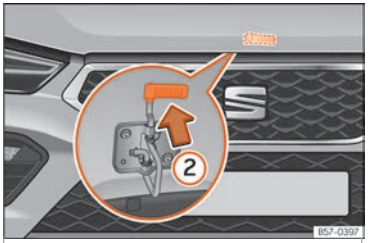

Fig. 219 Cam under the bonnet
- To lift the bonnet, press the release catch under the bonnet upwards ››› Fig. 219 ②. The arrester hook under the bonnet is released.